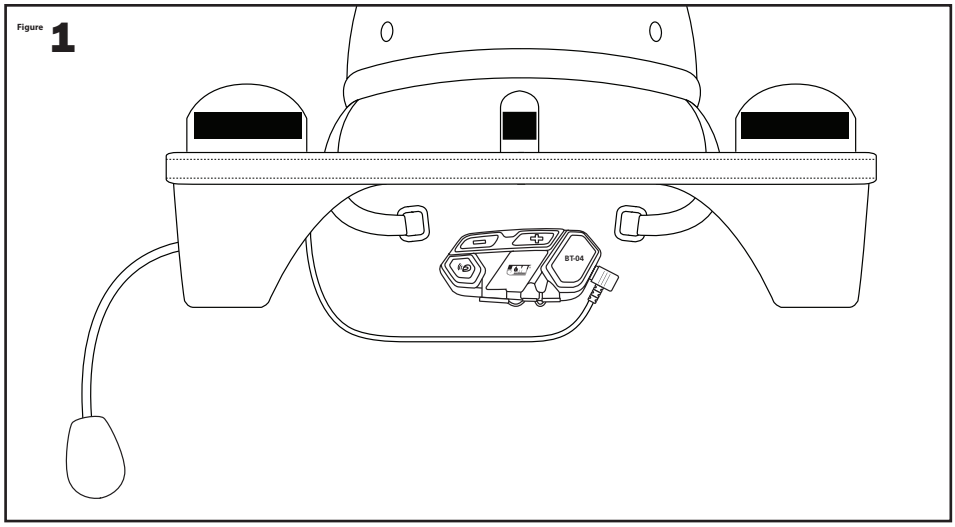

Figure 1
1. Install the headset by first inserting the small center tab on the headset into the back of your helmet between the interior and outer shell of your helmet. **See Figure 1.**